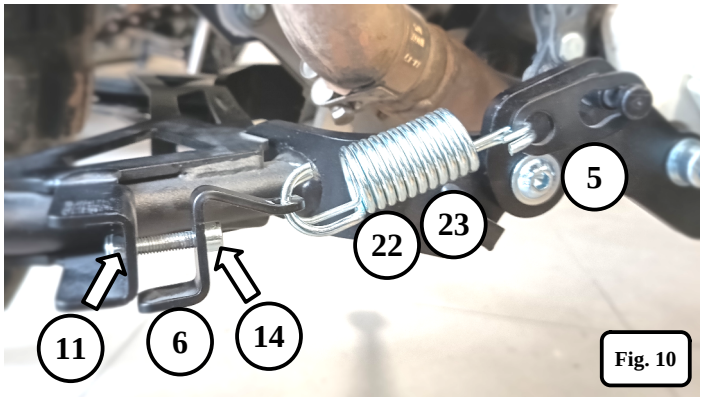

Fig. 10
ENG 10. Place the spring **(22)** inside the larger spring **(23)**. Install the spring holder (5) and spring tensioner **(14) [Fig. 10]**.
PL 10. Umieścić sprężynę **(22)** wewnątrz większej sprężyny **(23)**. Zamontować uchwyt **(5)** oraz naciąg sprężyny **(14) [Fig. 10]**.
DE 10. Setzen Sie die Feder **(22)** in die größere Feder **(23)** ein. Montieren Sie den Griff **(5)** und den Federspanner (**14) [Abb. 10]**.
ENG 11. tighten the spring with **M6** bolt **(14)** and **M6** nut **(11) [Fig. 10]**.
PL 11. Naciągnąć sprężyne za pomocą śruby **M6 (14)** i nakrętki **M6 (11) [Fig. 10]**
DE 11. Ziehen Sie die Feder mit der **M6-**Schraube **(14)** und der **M6-**Mutter **(11)** fest **[Abb. 10]**.